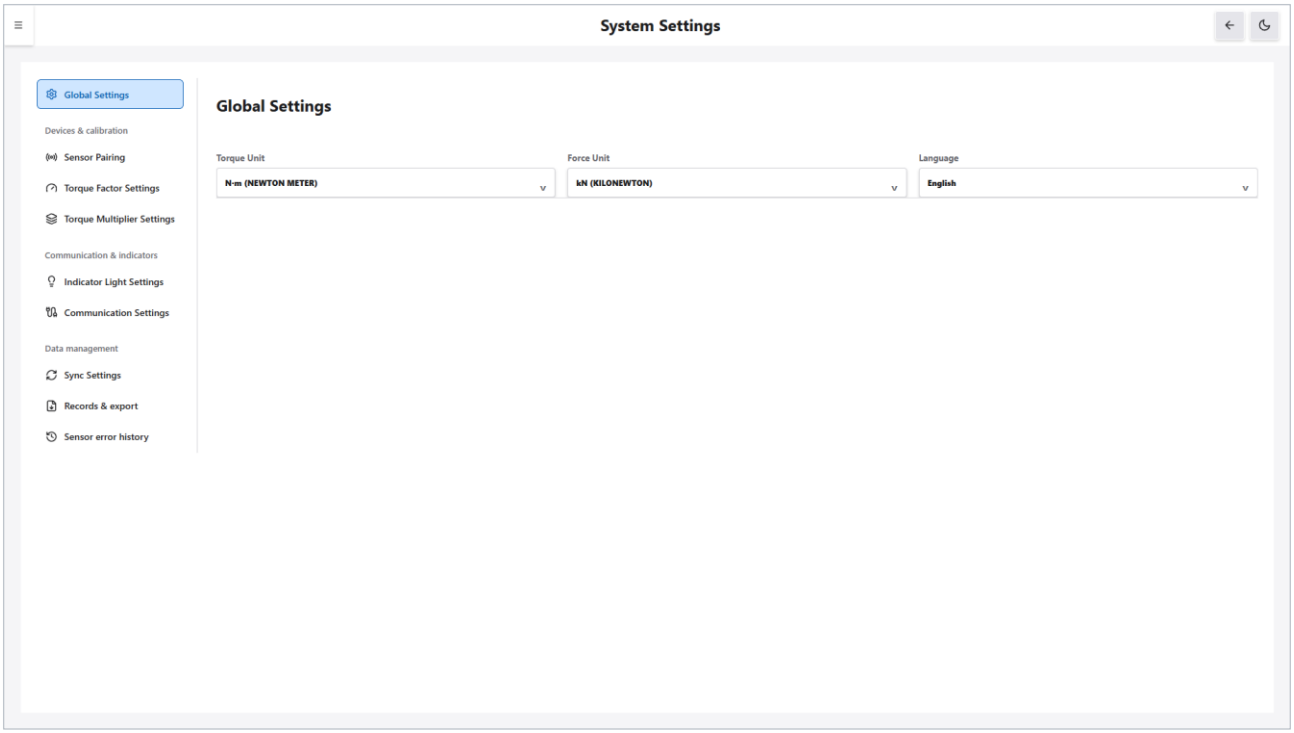

Figure 12-1 System Settings: Global Settings subpage
1. Click “Toggle navigation menu” at the top left to open the navigation menu, then click “System Settings”. The screen in Figure 12-1 appears, with “Global Settings” selected on the left.
For the screen, see Figure 12-1.
1. Navigation menu → “System Settings”, and check that “Global Settings” is selected on the left (Figure 12-1).